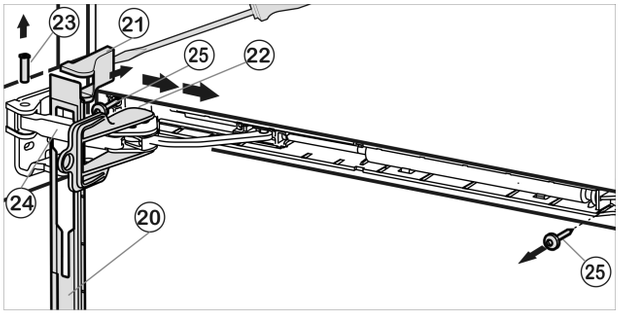

*Fig. 11*
▶ Desplace hacia delante el panel a través del estribo del amortiguador *Fig. 11 (24)* en dirección del aparato.
▶ Encaje el seguro *Fig. 11 (22)* en el agujero oblongo.
▶ Levante la cubierta *Fig. 11 (21)* con el destornillador desde la parte exterior y extráigala hacia fuera.
▶ Extraiga el perno *Fig. 11 (23)* presionando desde abajo.
▶ Presione el estribo del amortiguador *Fig. 11 (24)* en dirección de la puerta.
▶ Retire el panel *Fig. 11 (20)*.
▶ Desatornille toda la unidad de amortiguador de cierre (2 Torx® 15) *Fig. 11 (25)*.